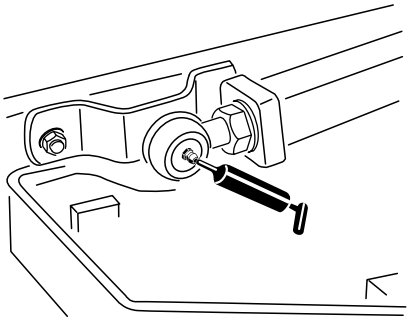

Figur 45
- Lyftarmarnas kulleder (2) (Figur 45)